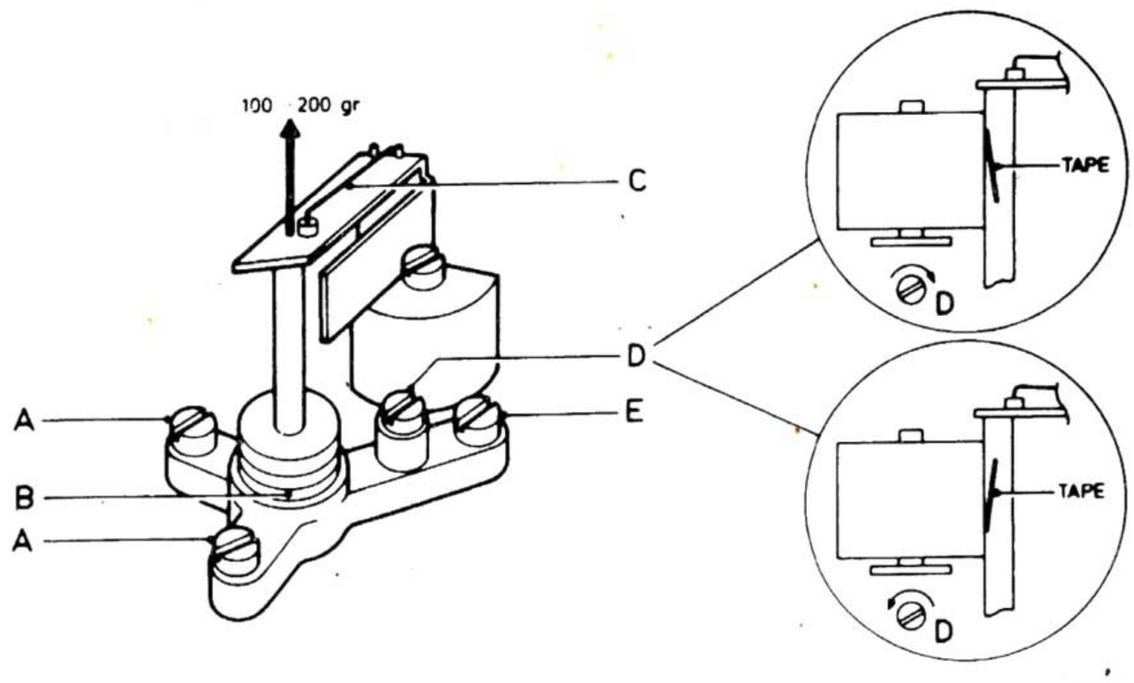

Figure 10
Capstan (Figure 10)
D. Adjustment of Head Azimuth (Figures 10 & 11)